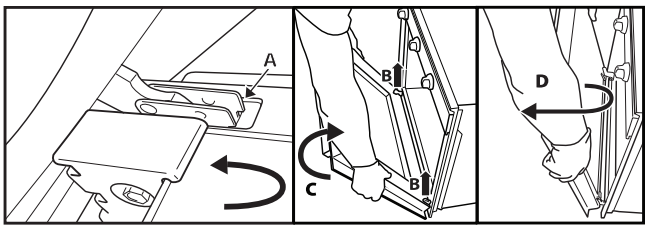

Afb.2
3. Sluit de deur tot de blokkering (A), til hem op (B) en draai hem (C) tot de deur loshaakt (D) (fig. 2).